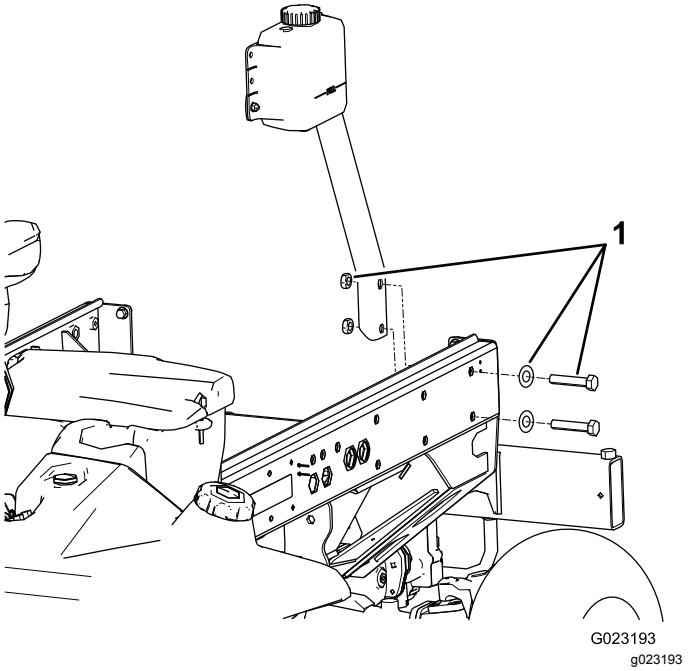

Figure 18
1. Retirez les 2 boulons, les 2 rondelles et les 2 écrous qui fixent le support du réservoir au longeron gauche du cadre (Figure 18).